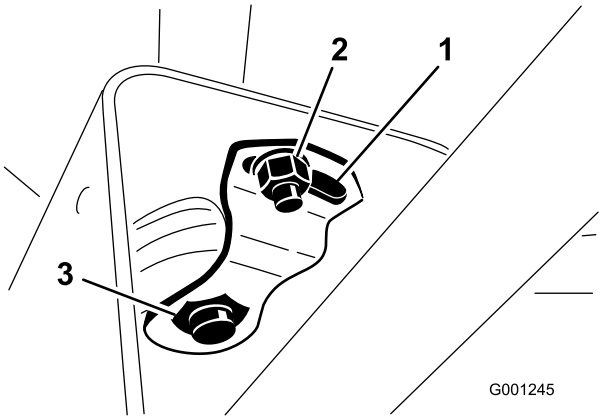

**Figur 33**
2. Skjut upp kåpan längs med styraxeln för att exponera svängfästet (Figur 33).
3. Lossa den lilla muttern, vrid tappfästet tills den stora muttern undertill är åtdragen (Figur 33).